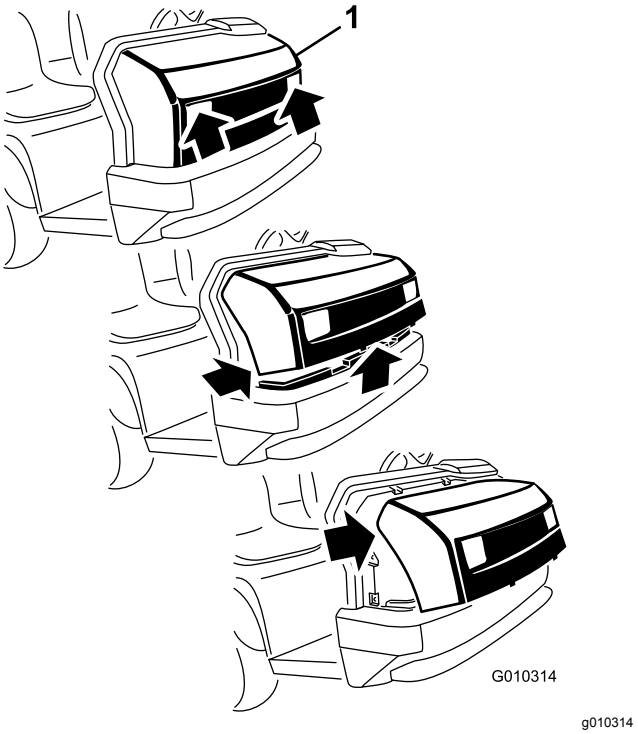

図 28
1. ヘッドライトの開口部でフードをつかみ、フードを持ち上げて、下側の取り付けタブをフレームの穴から外す図 28。
2. フードの下側を手前に持ち上げて、上部の取り付けタブをフレームのスロットから引き抜けるようにする図 28。
3. フードの上側を前に倒し、ヘッドライトからワイヤコネクタを抜く図 28。
2. 上側の取り付けタブをフレームの穴に差し込む図 28。
3. 下側の取り付けタブをフレームの穴に差し込む図 28。